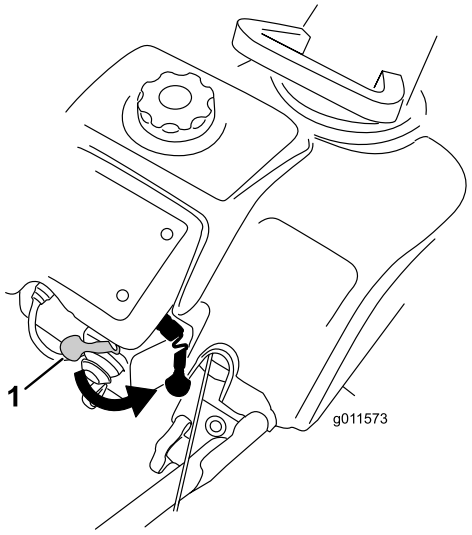
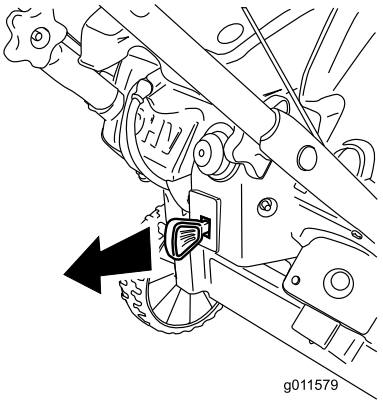

Figura 16
Figura 22
2. Spostate lo starter tutto a destra (Figura 16).
Per spegnere il motore tirate in fuori la chiave di accensione fino a quando non scatta in posizione Off (Figura 22) o spostate lo starter tutto a destra (Figura 16).